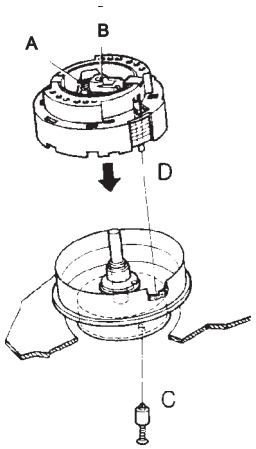

Fig. 7
– Referenzstift "C" (jeder Service-Kopfscheibe beigepackt) durch das Loch im Scannermotor einschieben und die Kopfscheibe solange verdrehen, bis dieser im Loch des Rotors einschnappt (Fig. 7).
– Insert the reference pin "C" (delivered with each service headwheel) into the hole of the scanner motor and turn the headwheel until the pin locks into the hole of the rotor (Fig. 7).